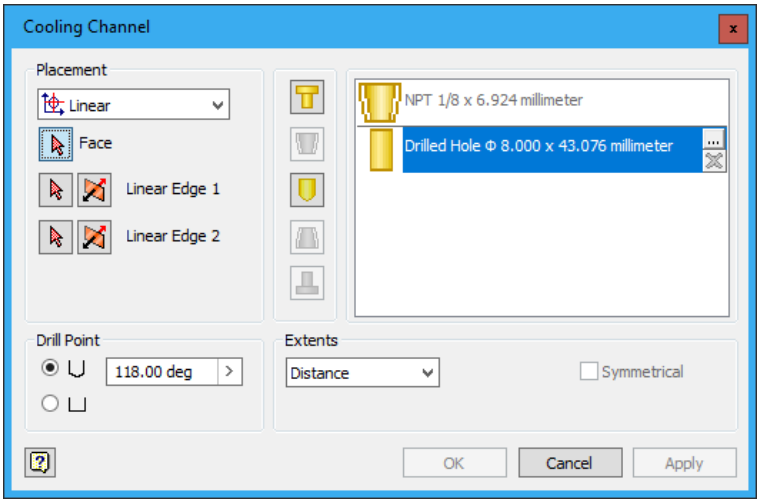

Figure 19-91 *The* ***Cooling Channel*** *dialog box*
1. Choose the **Cooling Channel** tool from the **Runners and Channels** panel in the **Mold Layout** tab of the **Ribbon**; the **Cooling Channel** dialog box is displayed, refer to Figure 19-91 and you are prompted to select a face for specifying the position of the cooling channel.